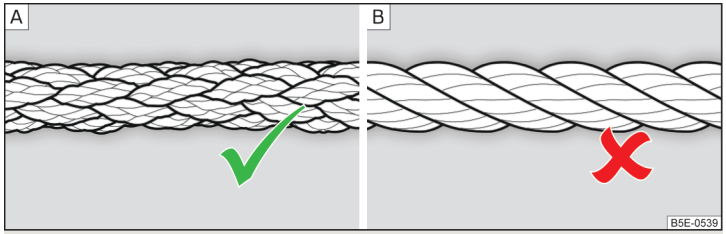

Fig. 158 **Braided tow rope / Spiral tow rope**
For towing a braided tow rope is to be used » Fig. 158- A.
- For towing no spiral tow rope is to be used » Fig. 158- B, the towing eye may unscrew out of the vehicle - there is a risk of accidents.